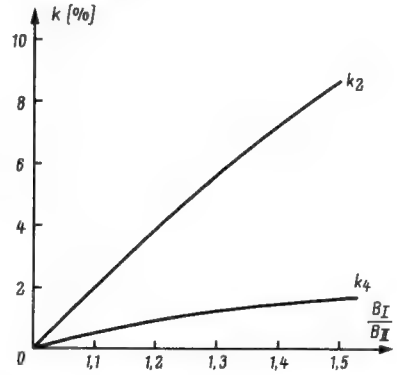

Bild 10. Verlauf der Klirrfaktoren k_2 und k_4 als Funktion von $\frac{B_I}{B_{II}}$
Wir wollen mit den Indizes I und II immer die Transistoren eines Paares bezeichnen, wobei I der Transistor mit dem größeren Wert für Ströme bzw. Spannungen sein soll. Die Indizes 1 und 2 dagegen bezeichnen verschiedene Arbeitspunkte eines Transistors. *Bild 10* zeigt die Klirrfaktoren k_2 und k_4 als Funktion des Paarunterschiedes. Wenn man also z. B. sicherstellen will, daß der Klirrfaktor $k_2 \leqq 5\,\%$ bleibt, dann dürfen sich die Transistoren bezüglich Stromverstärkung höchstens um den Faktor 1,27 unterscheiden.
a) Die zu paarenden Transistoren haben keinen oder nur einen geringen β-Abfall als Funktion von $-I_C$. Dann paart man für einen Punkt großer Aussteuerung nach $-I_C = f(-I_B)$ und $-I_C = f(-U_{BE})$ und kann beliebige Generatorwiderstände zulassen. Als maximale Gruppenweite würde z. B. entsprechend Bild 10 zu fordern sein: